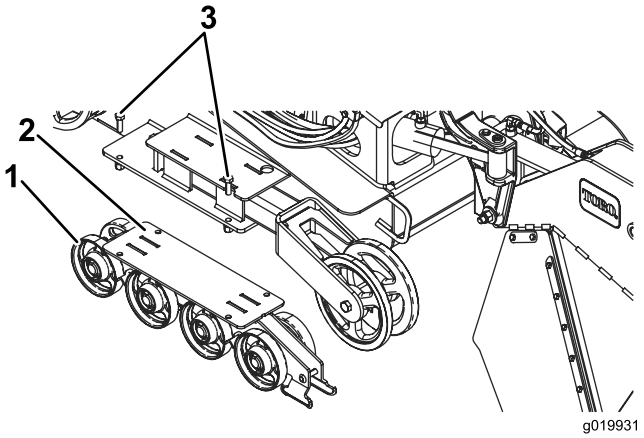

**Figur 50**
2. Ta bort de fyra skruvarna som fäster respektive nedre larvbandsstyrning som innehåller väghjulen, och ta bort hjulen (Figur 50).